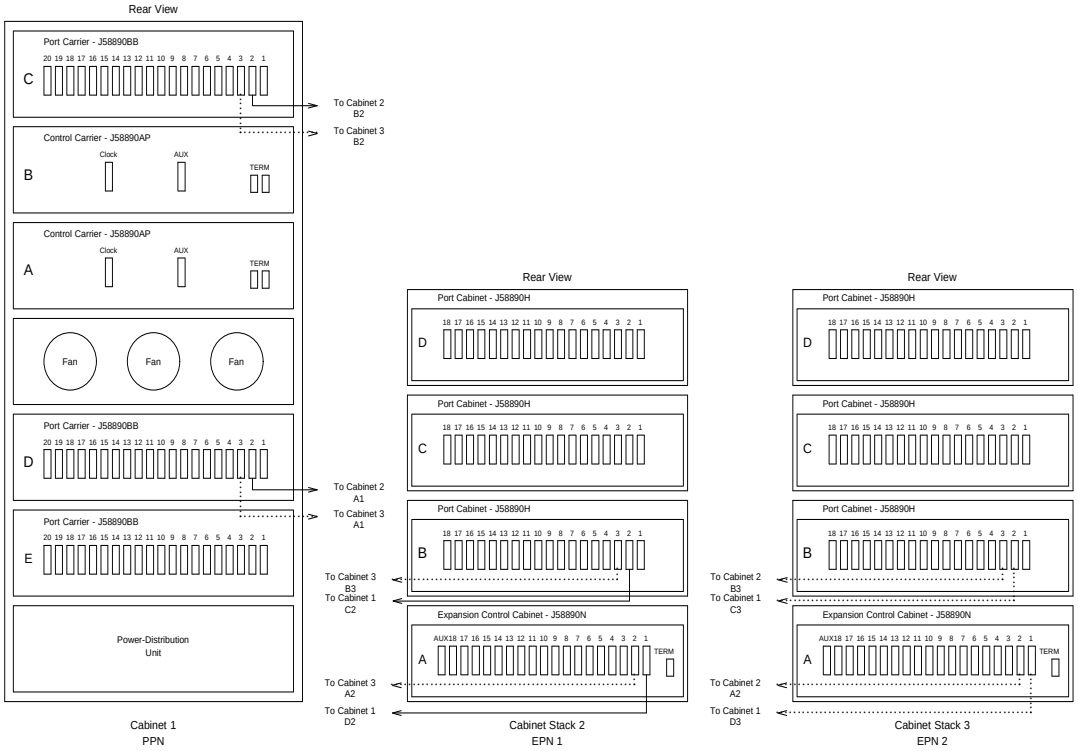
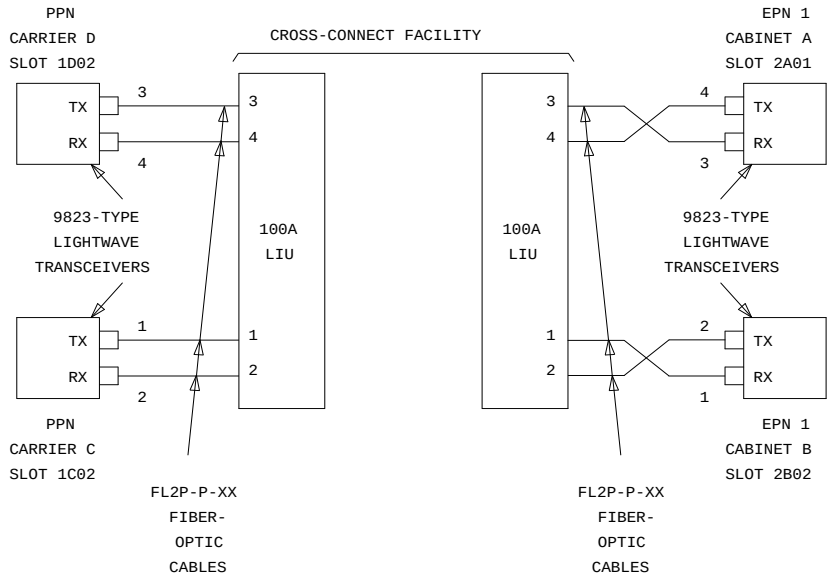
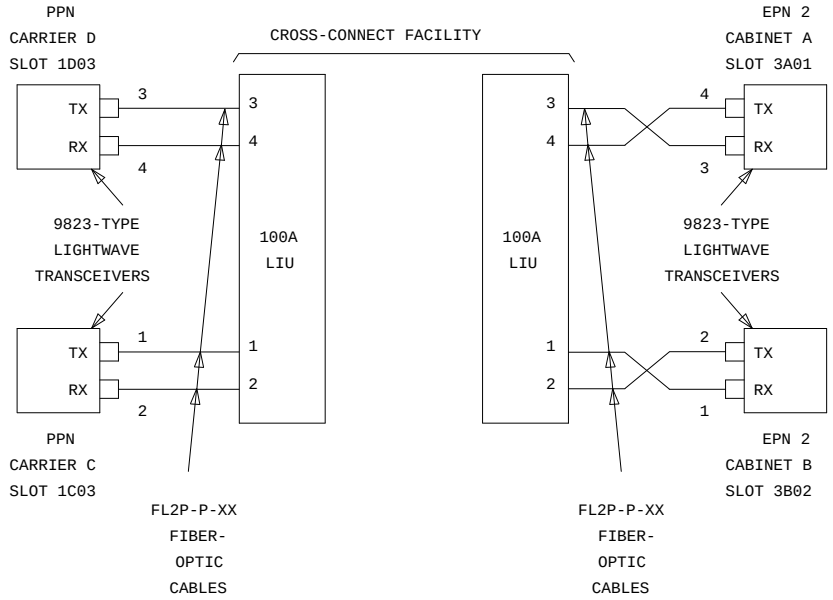
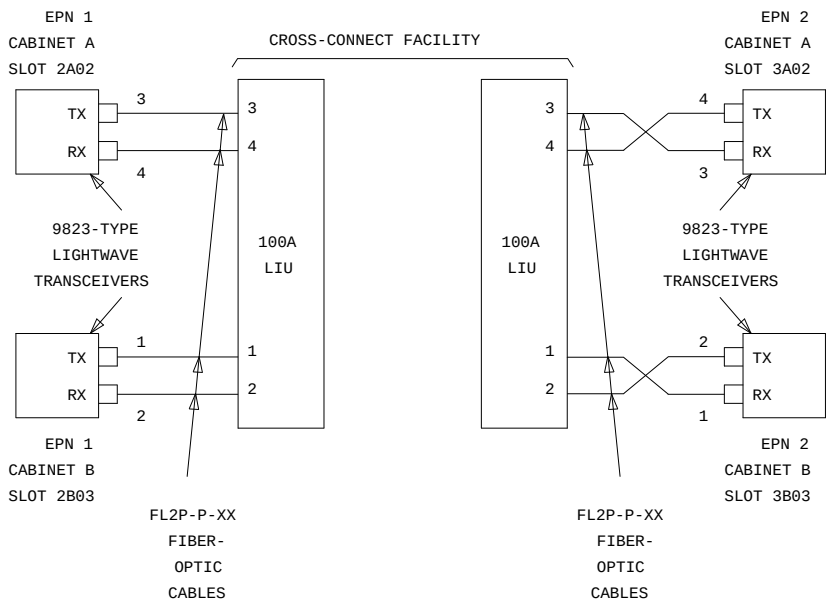

Figure 5-32. Critical-Reliability G3r V4 with Two or Three Port Networks
Figure 5-33. Fiber-Optic Connections PPN to EPN1
Figure 5-34. Fiber-Optic Connections PPN to EPN2
Figure 5-35. Fiber-Optic Connections EPN1 to EPN2
1. Behind port carrier C of the multicarrier PPN (Figure 5-32, Figure 5-33, Figure 5-34, and Figure 5-35):